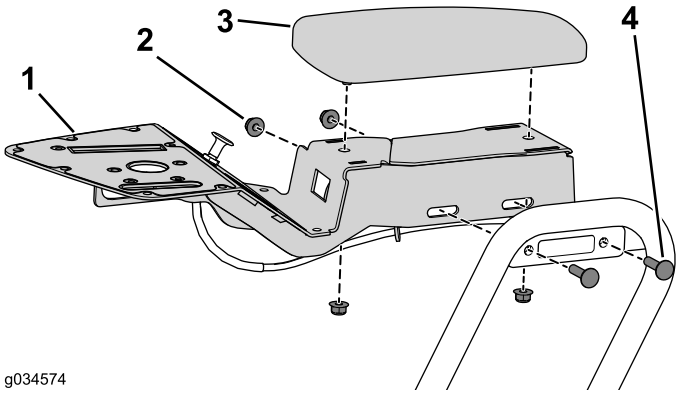

Figuur 14
1. Verwijder de 2 slotbouten en flensmoeren waarmee de bedieningseenheid aan de bedieningsbeugel is bevestigd (Figuur 14).
2. Verwijder 2 flensmoeren waarmee de armsteun aan de bedieningseenheid is bevestigd (Figuur 14).